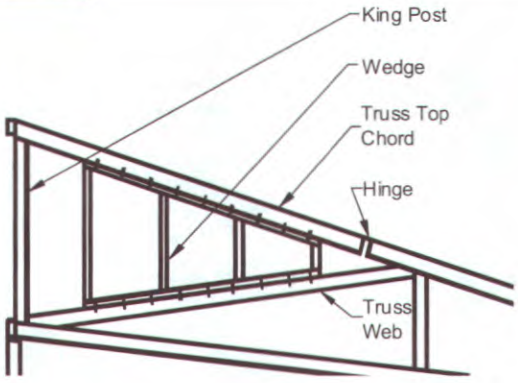

Figure 25. *End wall completion. See hinged roof truss installation addendum.*
9. **Install gable walls.** Assembled frames or wall studs and sheathing needed for the site assembly of the gable end walls and interior shear wall knee walls (if present) may be provided. Install the gable end walls for each home section as follows (**Figure 25**):